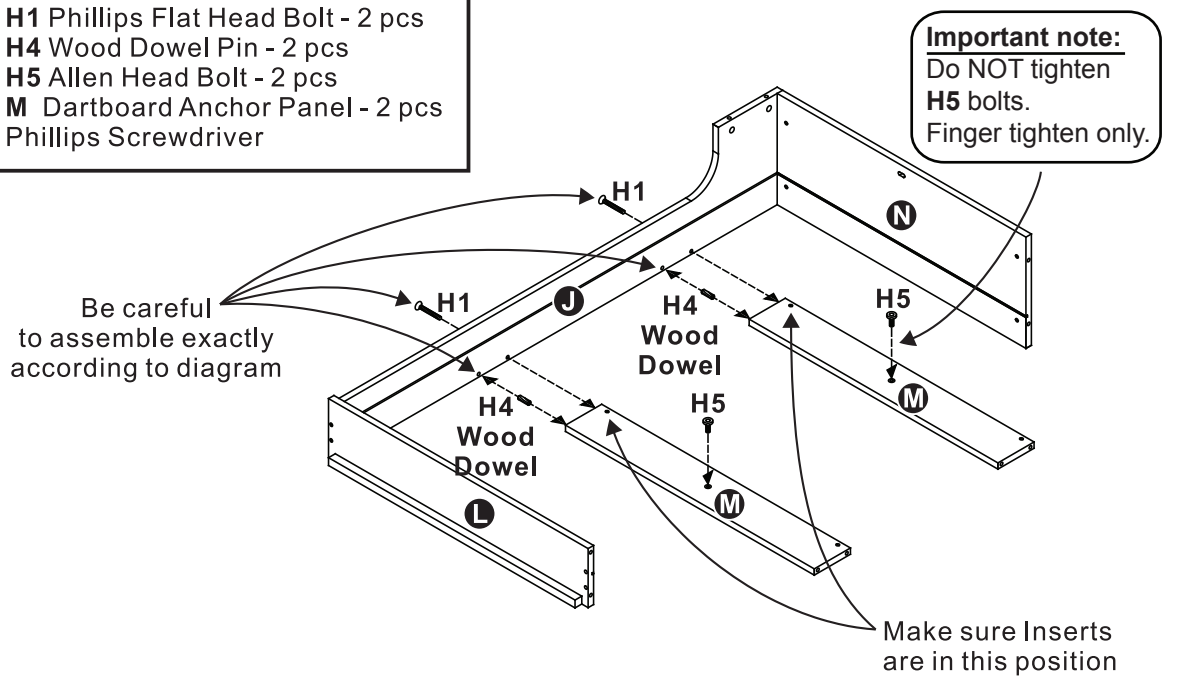

Figure 2
3. Attach Parts **M** to Part **J** using Phillips Head Bolts (**H1**) and Wood Dowel Pins (**H4**). See **Figure 2**. Tighten, but do Not over tighten or strip out **H1** Bolts.